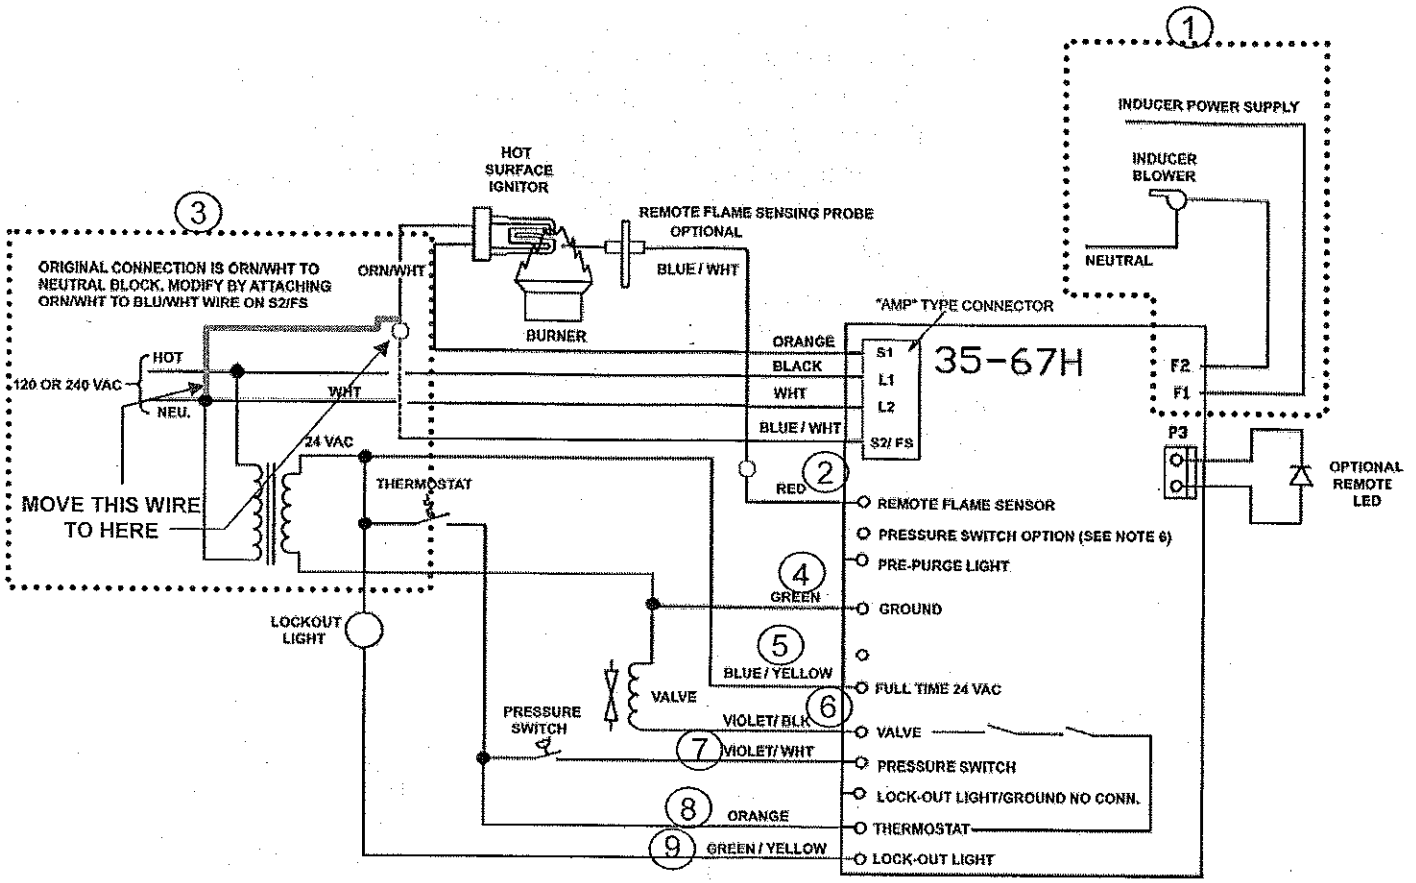

FIG. 3
The following steps require frequent references to the wiring diagram in FIG. 3 shown on page 4.
11. The new ignition module requires 120 volt power to be brought in to F1 post for the blower. See **FIG. 3** and refer to dotted area marked with (1). Run a black wire from power block 1to F1. Crimp on a female push-on connector to the other end of the black wire and attach to F1 pin.
15. The red wire at the top of the wire harness (2) goes to the flame sensing connection. The blue/white wire located on the 4 wire AMP plug gets cut out. Cut the wire approximately 10" from the AMP plug. Wirenut the red wire to the portion of the blue/white wire which is the lead from the flame sensor.
16. Disconnect the orange/white neutral wire (3) from the 120 volt terminal block and connect it to the blue/white wire on the S2 lead.
17. The green wire from the (4) harness goes to ground. Wirenut this wire to the green wire that was on the old module.
C. The new ignition module requires power to be brought in to the F1 post for the blower. See FIG. 3 and refer to the dotted area ①. Run a black wire from power block 1 to the F1 post. Crimp on a female push-on connector to the other end of the black wire and attach to F1 pin.
F. Connect the red/yellow wire from the old module to the orange wire ⑧ on the new harness.
G. Connect the violet/white wire from the old module to the violet/white wire ⑦ on the new harness.
H. Connect the black wire (MV1) from the old module to the violet/black ⑥ on the new harness.
I. Connect the green wire to the green wire ④ for ground.
J. Connect the blue/white wire from the old module to the blue/yellow wire ⑤ on the new harness.
L. Cut the blue/white wire approximately 10" from the "AMP" plug. Connect the red wire ② to the blue/white wire from the sensor.
M. Remove the orange/white wire from the igniter and connect to the blue/white wire ③ on the "AMP" plug.